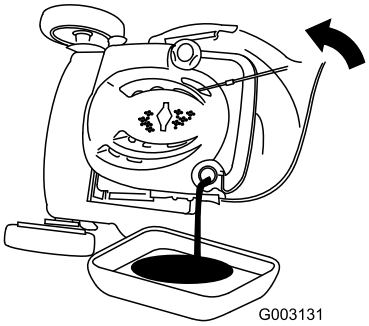

Figura 35
7. Coloque la máquina de lado con la varilla de aceite hacia abajo para drenar el aceite usado a través del tubo de llenado al recipiente (Figura 35).